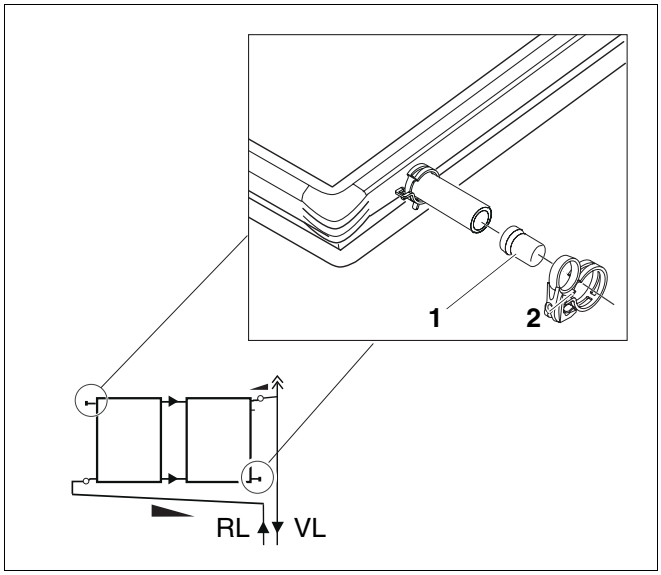

Afb. 45 Blindstop monteren
- Steek de blindstop (afb. 45, **pos. 1**) met de verdikking eerst in de korte slang.
- Schuif de veerklemring (afb. 45, **pos. 2**) tot aan de verdikking van de blindstop (afb. 45, **pos. 1**). Wanneer de veerklemring correct geplaatst is, kan u de blauwe beveiligingsring aantrekken.